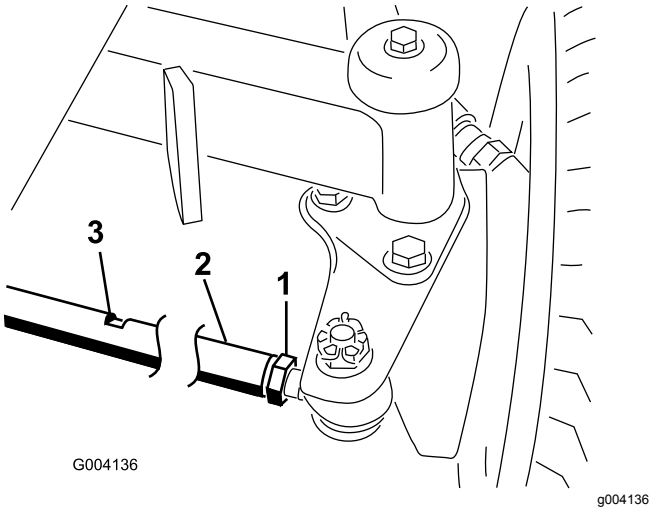

Figuur 93
2. Draai de contramoeren aan de uiteinden van de trommel van de tractiestang los (Figuur 93).